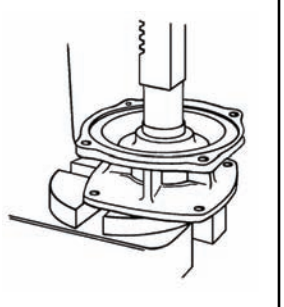

Figure 24
9. Set the mounting flange adapter in the press with the bearing cavity up. Press the shaft and bearing assembly down to the bottom. Use Tool No. 3010-0061 to support the bearing (outer race). (See Figure 24.) Install the retainer ring with the screwdriver. On 1000 rpm models, insert woodruff key on Sun gear end of shaft and press the Sun gear into position, supporting shaft from the bottom. Secure with retaining ring.